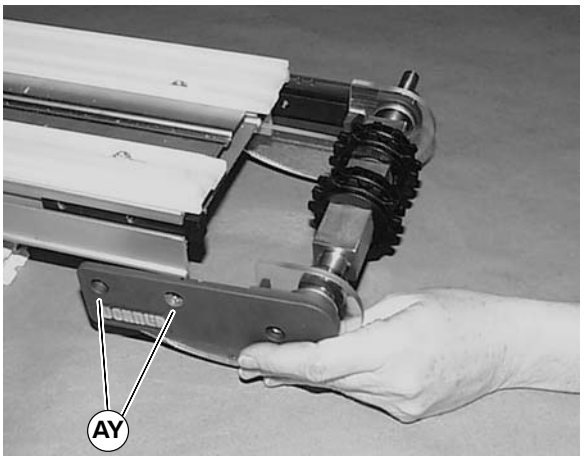

Figure 41
5. Slide remaining head plate on to end of spindle and tighten fastening screws (AY of Figure 41) to 7 N–m.